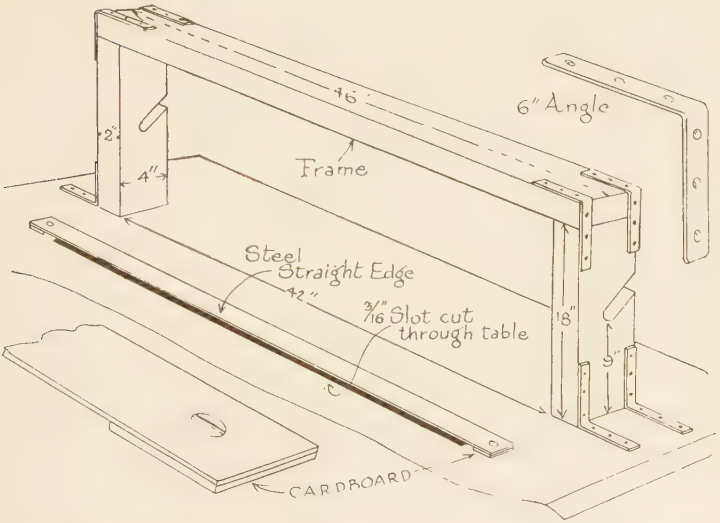

Fig. 93 Construction Diagram of Frame, Corner Irons, Slots for Rod, Cutting Straight Edge and Knife Slot for Cloth Cutting Table
2. The two uprights should be 18″ long, and spaced 42″ apart; the top piece nailed securely to the two uprights and reinforced with 1″ wide iron straps bent at right angles, drilled and countersunk for screws, each angle 6″ long. (Fig. 93.)
3. Before erecting cut two diagonal slots on the *outer* edge of the two uprights with centers 9″ from table, slots ½″ across (to take ⅜″ steel rod). (Fig. 93.)
8. Assemble and erect rack at far side (or at end of table if table is wide enough for 50″ area needed for rack). (Fig. 93.)